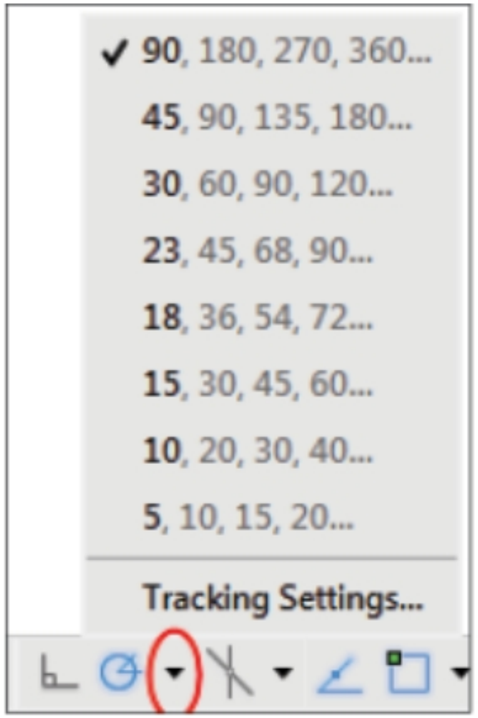

Figure-76. Polar tracking angles
- To set the polar tracking angle, click on the down arrow next to the **Polar Tracking** button. A list of options will be displayed; refer to Figure-76.